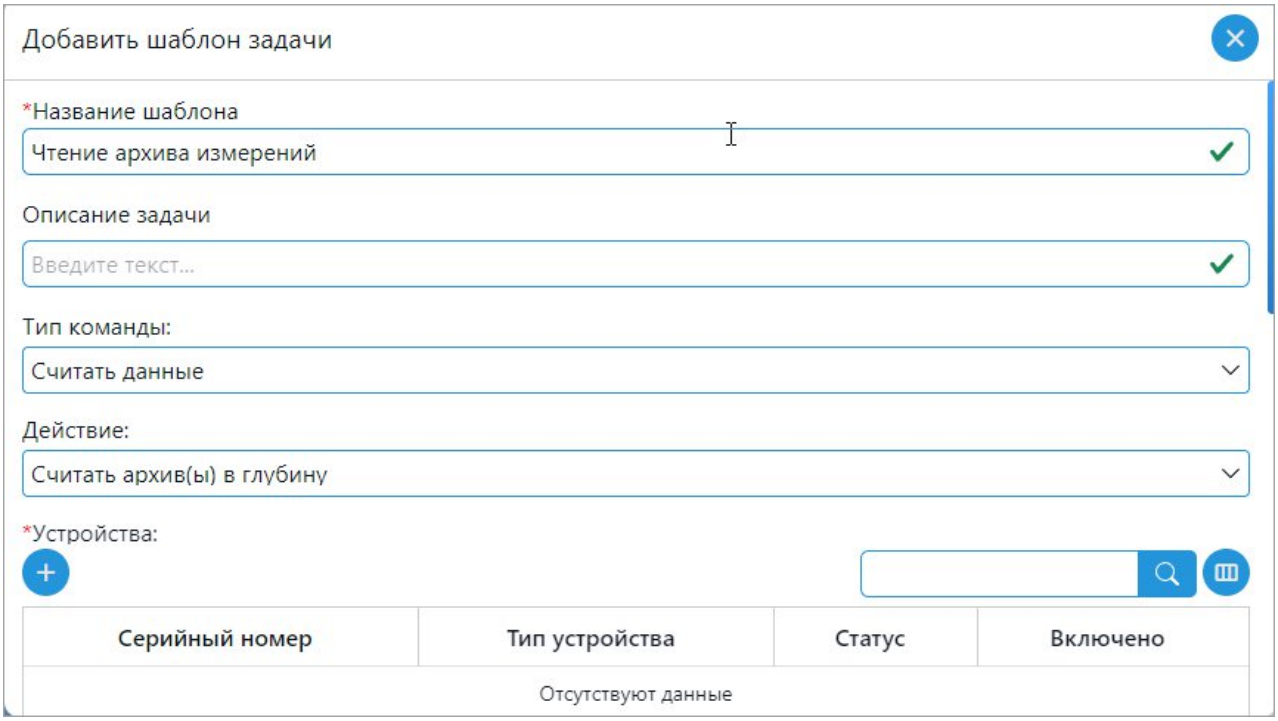

Рисунок 55
– Выбрать действие: «Считать архив(ы) в глубину» (рисунок 55).